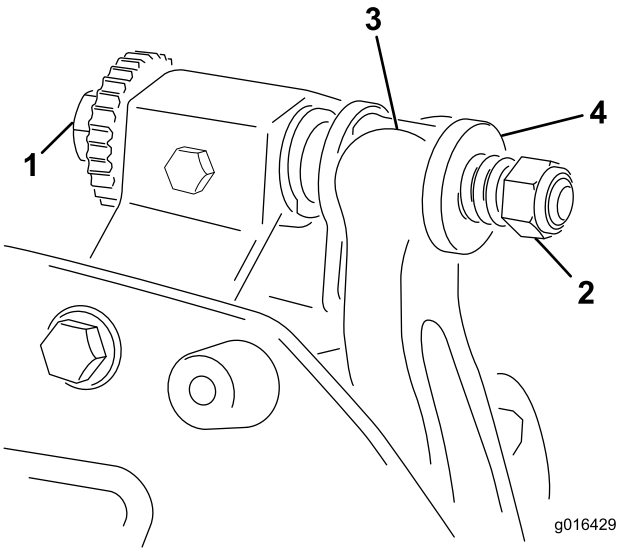

Figura 18
1. Gire el tornillo de ajuste de la barra de asiento, en el sentido contrario a las agujas del reloj, para alejar la contracuchilla del molinete (Figura 18).
2. Afloje la tuerca de tensado del muelle hasta que el muelle deje de presionar la arandela contra la barra de asiento (Figura 18).